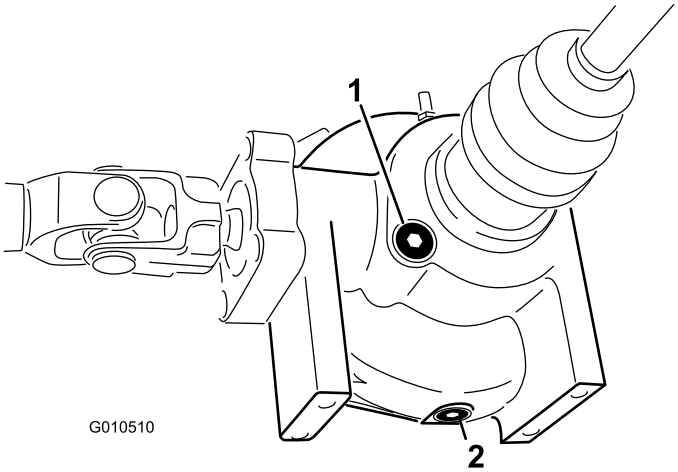

Figur 51
2. Rengjør området rundt tappepluggen på siden av differensialen (Figur 51).